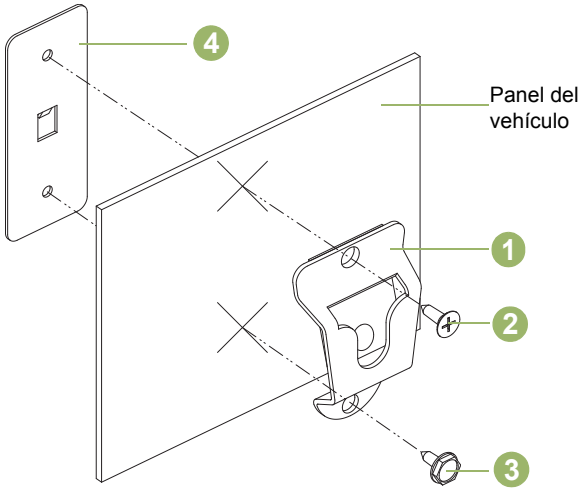

Figura 5.2: Instalación del soporte de montaje
Consulte la Figura 5.2 a continuación y fije el clip para colgar (1) al vehículo usando dos tornillos de metal laminado y la placa de apoyo proporcionada. Coloque la placa de apoyo (4) detrás del panel. Use el tornillo de cabeza plana (2) en orificio de montaje superior y el tornillo macho hexagonal (3) en el orificio de montaje inferior. Asegúrese de que los tornillos de montaje se fijen a los orificios en la placa de apoyo.